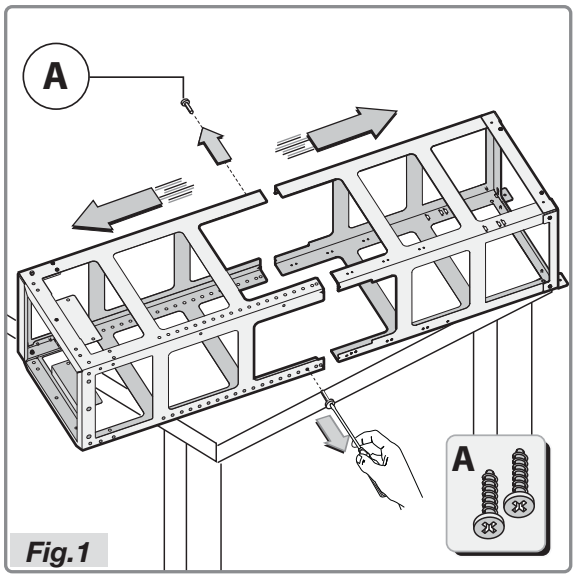

Fig.1
- Pak het frame uit en verwijder de twee schroeven A om het bovenste deel te scheiden van het onderste deel (Fig.1).